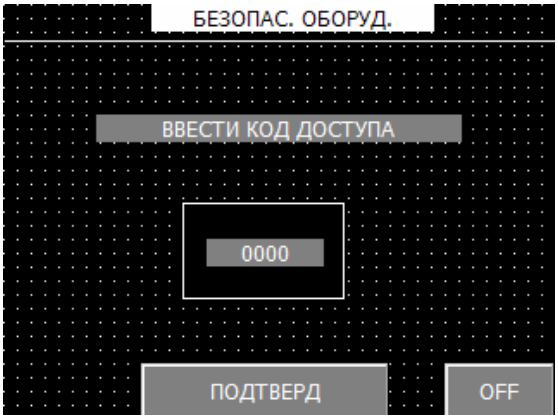

Рисунок 8.2.1c: страница безопасности оборудования
2. При нажатии клавиши «ЗАПУСК» появится страница БЕЗОПАСНОСТИ ОБОРУДОВАНИЯ Рис. 8.2.1c. Необходимо ввести пароль из цифр с помощью + и – для каждой цифры, и нажать клавишу «ПОДТВЕРДИТЕ» для перехода к следующей фазе. Если в течение трёх раз вводится неправильный пароль или нажимается клавиша “OFF”, происходит переход к первой странице.